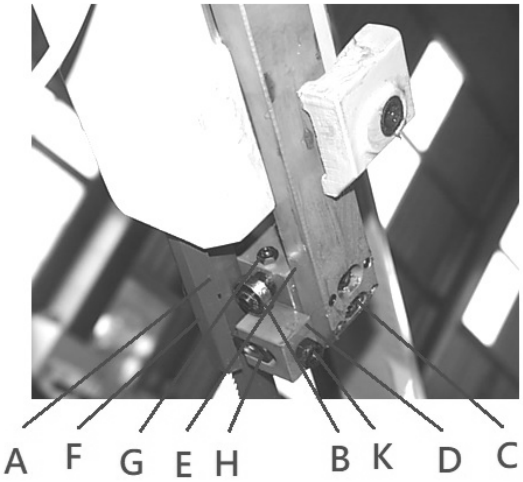

Fig. 14 : Éléments de réglage
1. L'arrière de la lame (fig. 14, A) doit reposer sur le bloc d'appui (fig. 14, B). Pour le régler, desserrez la vis de réglage (fig. 14, C) et déplacez le bloc de guidage (fig. 14, D) vers le haut ou vers le bas, jusqu'à ce qu'il touche légèrement l'arrière de la lame.
2. La lame de scie (fig. 14, A) doit également passer entre les deux roulements à billes (fig. 14, E) et (fig. 14, F) et les toucher légèrement. Le roulement avant (fig. 14, E) est monté sur un excentrique et peut être facilement ajusté en fonction de l'épaisseur de la lame en desserrant la vis de réglage (fig. 14, G) et en tournant l'arbre.
3. Les guides de lame en carbure (fig. 14, H) doivent également être réglés de manière à toucher légèrement la lame. Pour ce réglage, desserrez la vis (fig. 14, K).